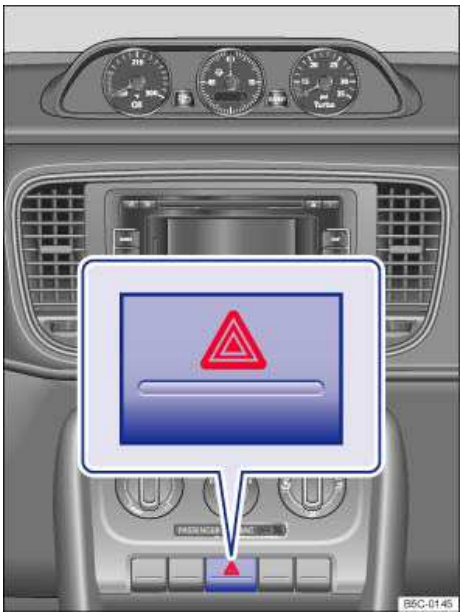

Fig. 152 In the center of the instrument panel: Button for the emergency flashers.
2. Switch on emergency flashers by pressing the button ⇒fig. 152.